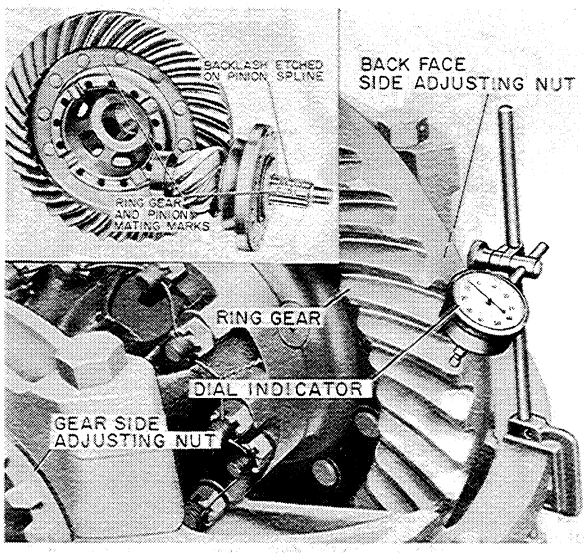

Figure T-71
1. When checking backlash a dial indicator must be used as shown in Figure T-71.
2. The backlash setting is etched in a spline on the pinion shaft, Figure T-71.